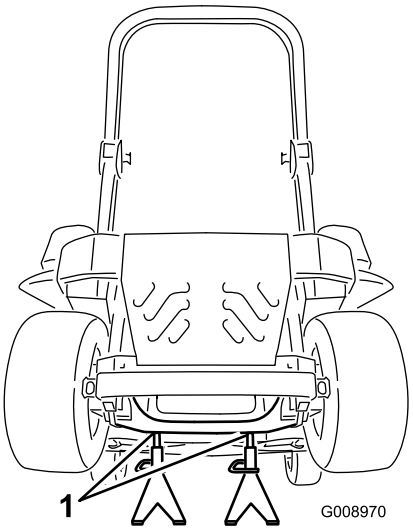

Figuur 82
3. Breng de machine omhoog en ondersteun de machine met kriksteunen (Figuur 82).
9. Verwijder de kriksteunen en breng de machine omlaag (Figuur 82).